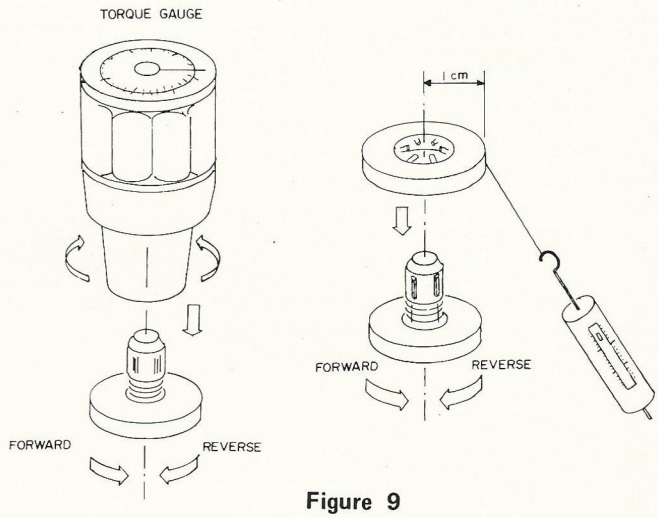

Figure 9
2) Set the torque gauge or spring balance to take-up reel table of FORWARD direction as shown Figure 9.